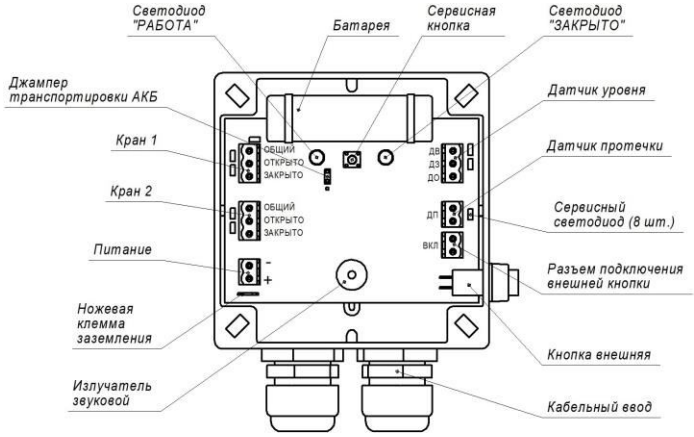

Рис. 1 — Общий вид изделия
*при снижении напряжения на батарее ниже критического значения, кран бака автоматически переходит в закрытое положение. Красный светодиод ЗАКРЫТО (рис.1) медленно мигает
Контроллер выполнен в пластиковом герметичном корпусе. Общий вид изделия показан на рис. 1.
- с помощью разъёмных колодок подключить датчик уровня (КРАСНЫЙ – ДВ; СИНИЙ/ЧЕРНЫЙ – ДН; ЖЁЛТЫЙ – ДО), датчик протечки (без распиновки), электроуправляемые краны (КРАСНЫЙ – ОТКРЫТО; СИНИЙ – ЗАКРЫТО; ЖЁЛТЫЙ – ОБЩИЙ) и адаптер питания 5В 2А (плюс - черный с серой меткой; минус - чёрный) к контроллеру согласно рис.1;
- установить джампер транспортировки АКБ на 2 верхних контакта (рис.1);
Рядом с каждой колодкой для подключения датчиков и кранов на плате устройства расположены сервисные SMD светодиоды. Для включения индикации необходимо коротко нажать на сервисную кнопку (рис.1). Таблица индикации представлена ниже:
- нажать и удерживать сервисную кнопку в течение 3 секунд (рис.1);